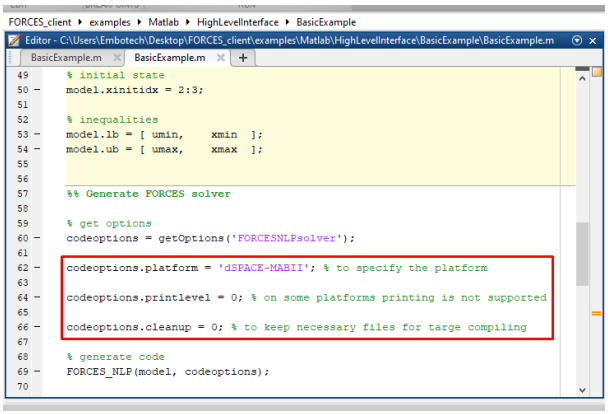

Figure 10.1: Set the appropriate code generation options.
1. (Figure 10.1) Set the code generation options: